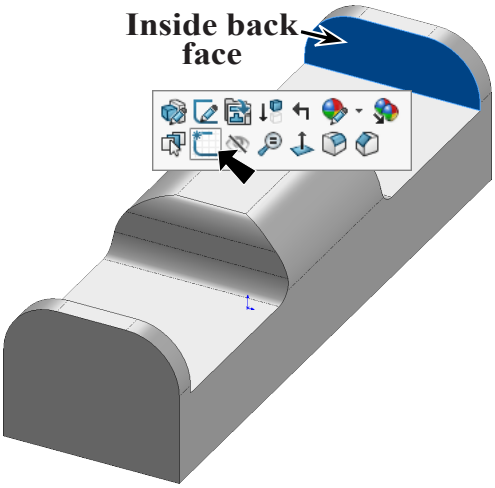

Fig. 22
Step 2. Click **inside back face of holder** and click **Sketch** on the context toolbar, **Fig. 22**.